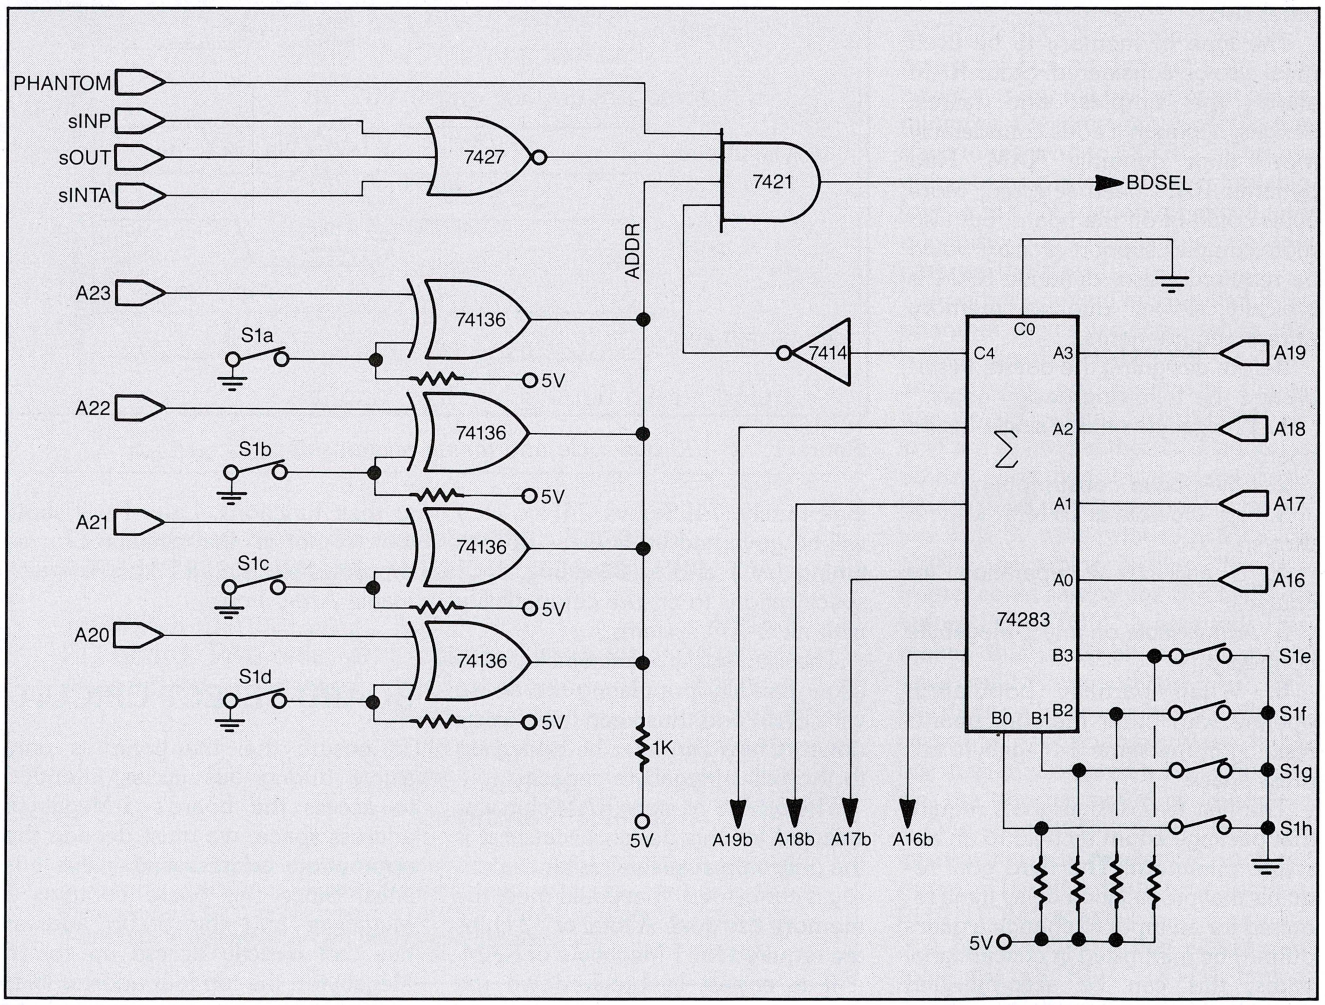
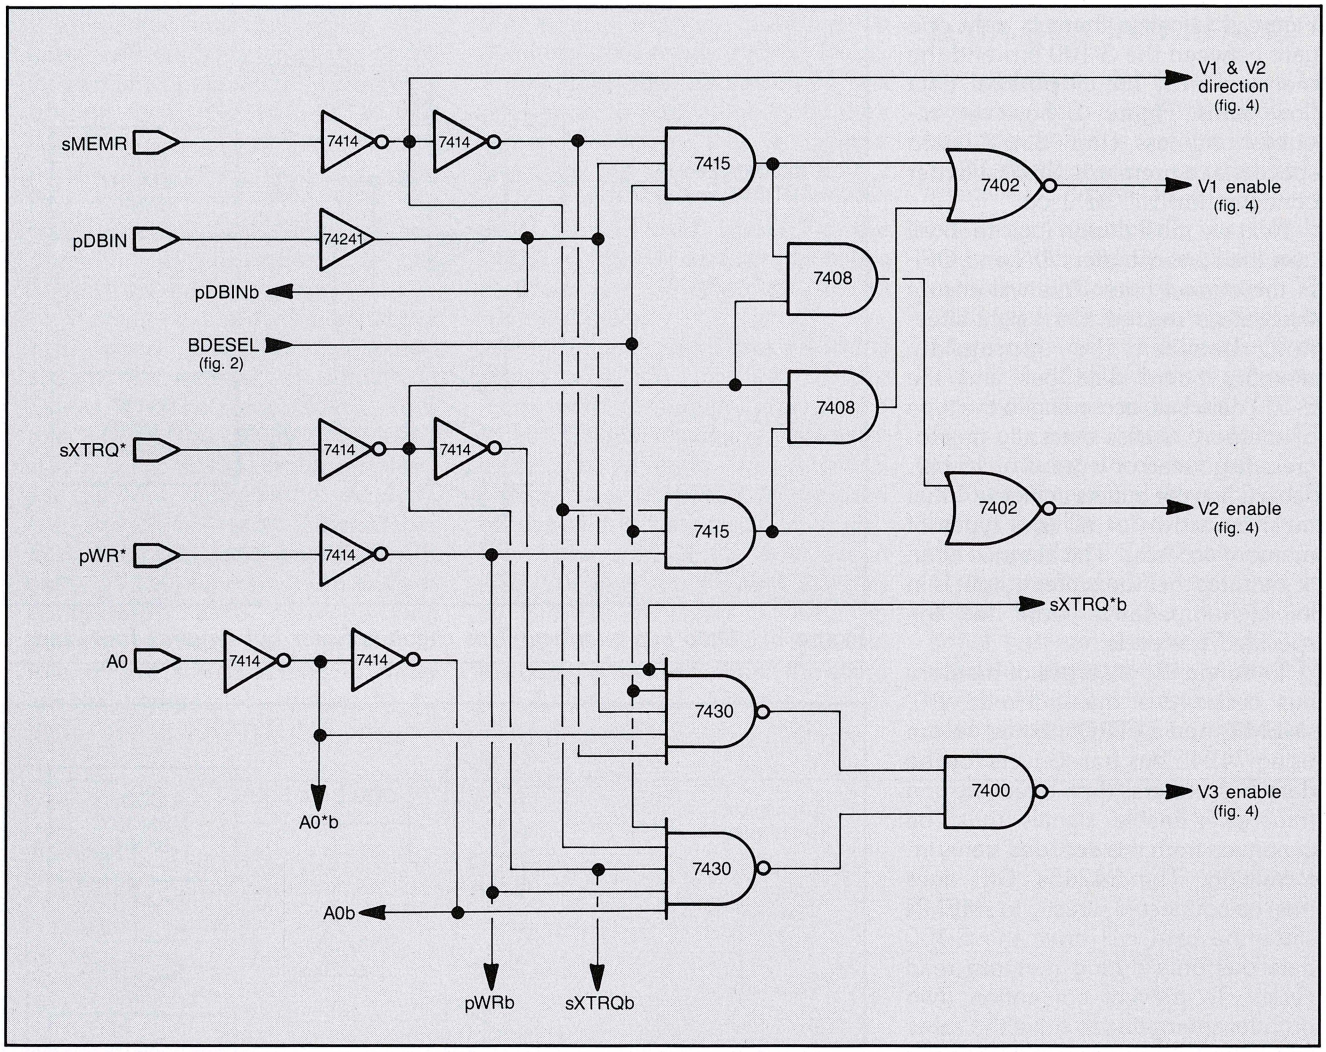
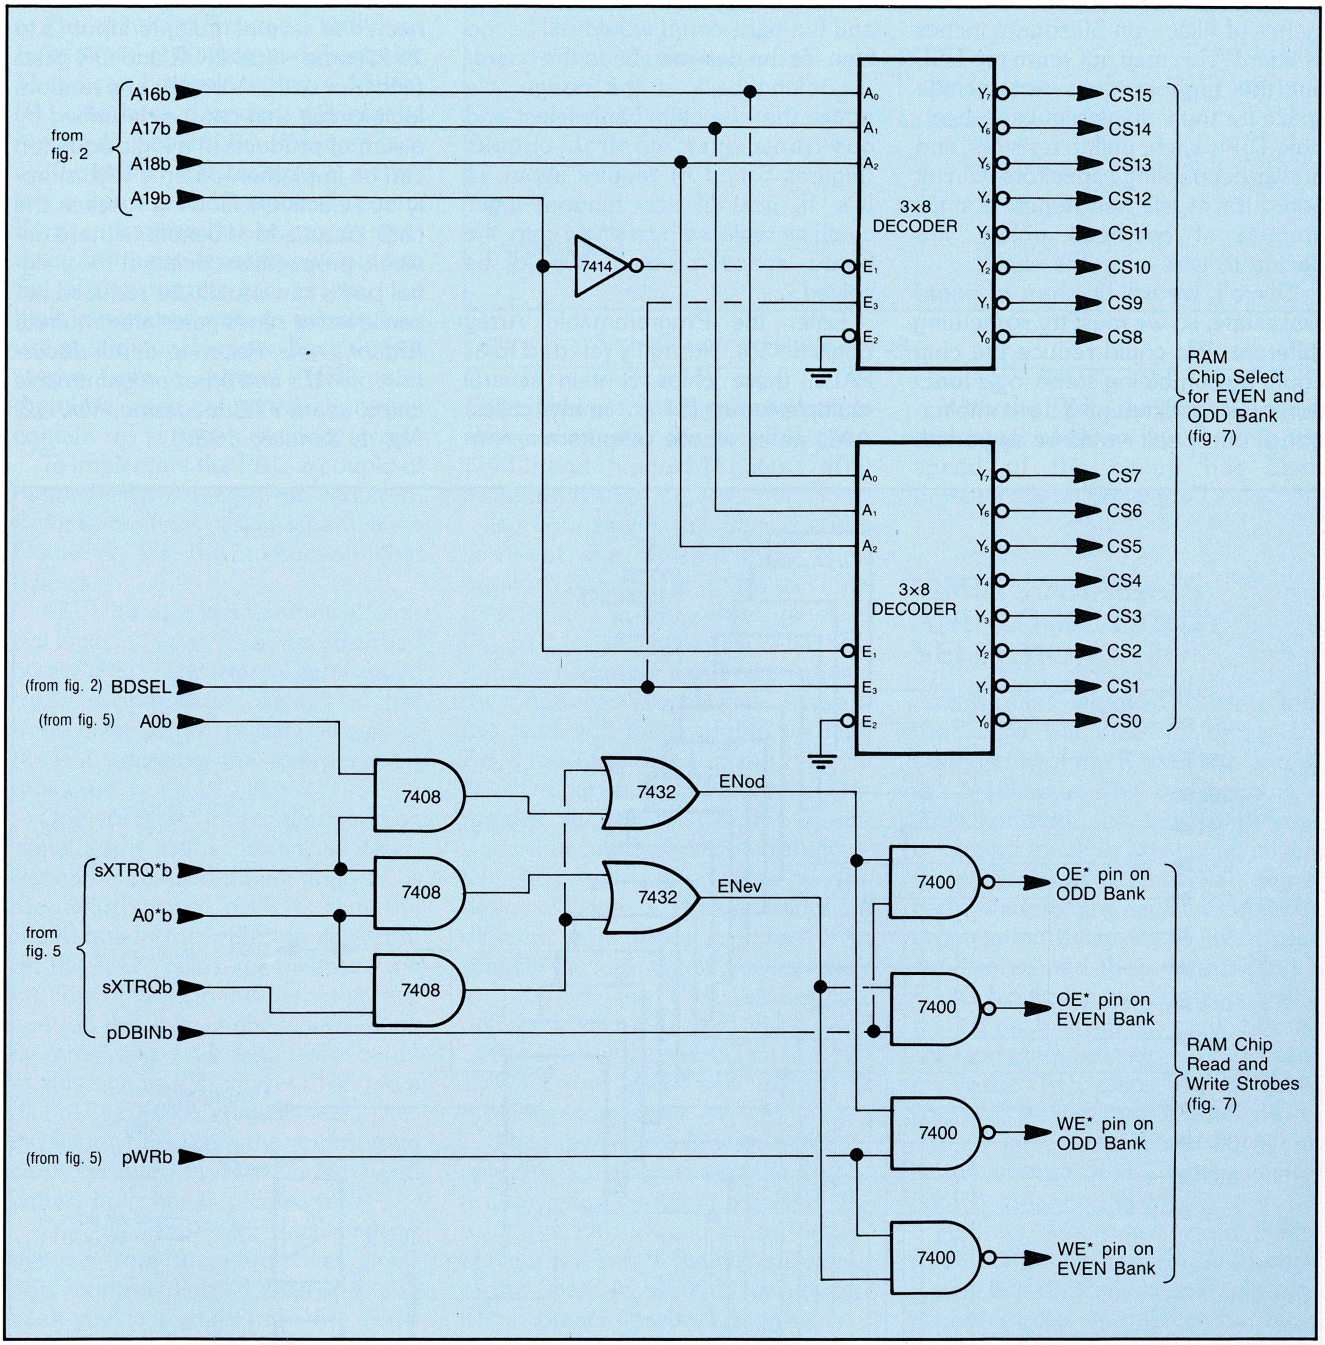
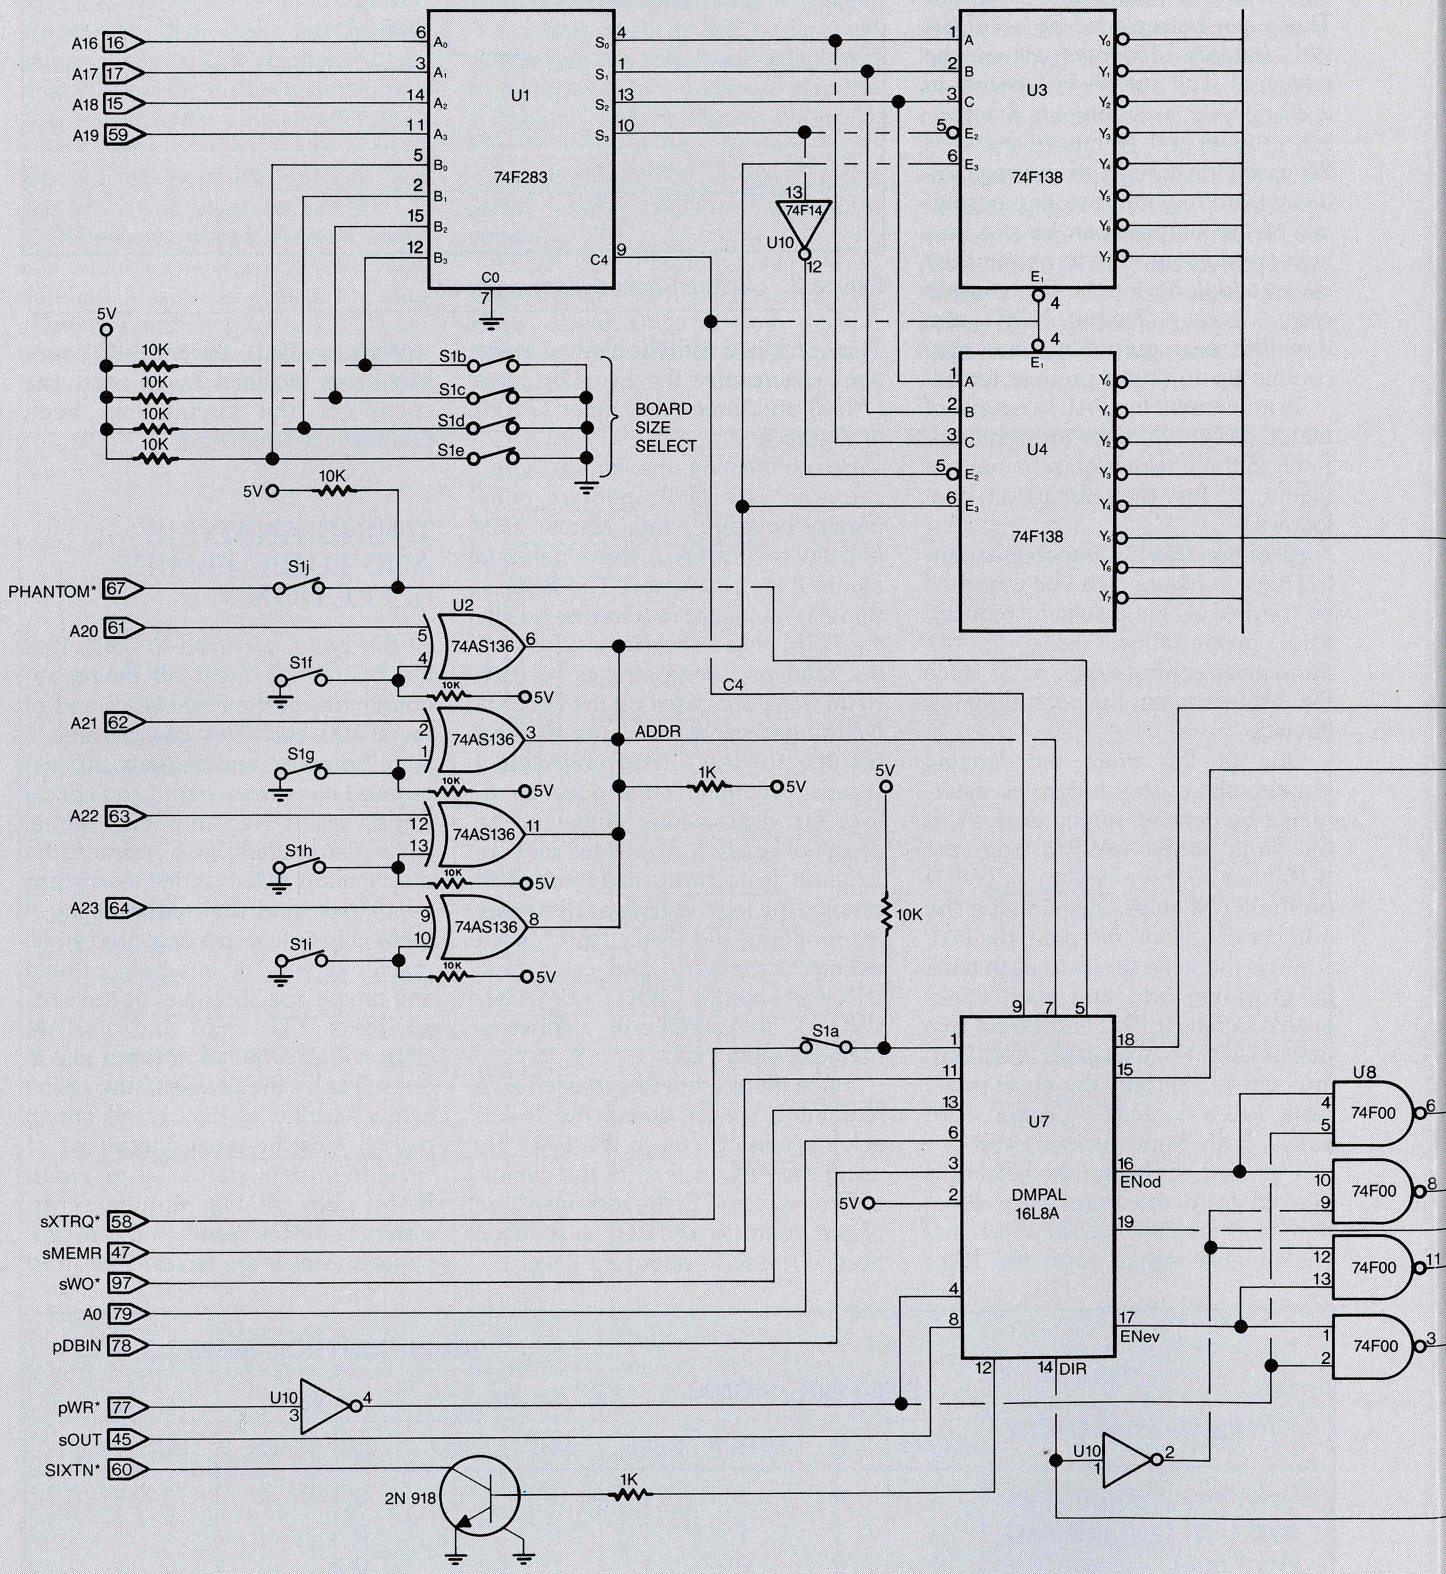

Figure 2. *The board-select circuit.*
Figure 5. *Data bus transceiver control circuit.*
Figure 6. *RAM chip-select and bank-select circuit.*
Figure 9. *The final design of the 1-Megabyte Static RAM board*
A circuit that provides an active high signal whenever the board should be selected is shown in Figure 2. The only status lines that need to be decoded are sINP, sOUT, and sINTA since all three will be low only during memory, halt, and idle bus cycles. The switches and open collector exclusive OR gates (74136) function as an address comparator; each corresponding address bit must be 'opposite' to that of the switch setting in order for the comparator's output to be high. Use of PHANTOM* prevents the board from responding to phantom-device bus cycles. (Note: Throughout this discussion, I will often refer to part numbers by their 'generic' number, that is without specifying the series. For example, I mention the 74136 part, but most likely to be used would be the 74**LS**136. We will see later that in this particular case a 74**AS**136 or 74**S**136 will be required.)
Notice that Figure 2 uses a 4-bit full adder (74283) in lieu of the magnitude comparator mentioned earlier. This eliminates the requirement for buffering the A16-A19 address lines (A16-A19 will be used by the chip-select circuit later on). When the sum of the address on A16-A19 plus the number selected by S1e-S1h generates a carry out of the full adder, BDSEL is 0 and the board is disabled. When the board is fully populated, S1e-S1h should all be shut (ON).
After considering all of the above, we can write the truth table (Table 3) for the bus transceiver control circuit. Figure 5 shows a circuit that meets the truth table conditions. Notice that the bus transceiver-enable lines are gated with BDSEL (Figure 2) so that the board does not attempt to drive the data bus when it is not selected. All S-100 bus lines are buffered to clean-up signals and minimize bus loading.
Since there are sixteen RAM chips per bank, four address lines are necessary to generate individual chip-select (CS) signals. Addresses A20-A23 were used to generate BDSEL (Figure 2) and we reserve fifteen address lines (A1-A15) for selecting a unique memory location in each RAM chip. This leaves the four address lines A16-A19 to select individual chips.
Figure 6 shows a circuit that selects individual RAM chips in both banks. I chose two 3×8 decoders (74138) instead of one 4×16 decoder (74154) for three reasons. First, the 74138 is available in the faster logic families. Second, the 74138 has both active high and active low enable inputs, simplifying the chip-select circuit design. And third, two 74138s require less board space than one 74154.
Looking back at the design, we notice that the chip/bank-select and bus-transceiver control circuits (Figures 5 and 6) require about 11 ICs. If most of this 'random logic' could be replaced by a single chip, the board space problem would be solved.
The circuits of Figures 5 and 6 require a total of 6 inputs and 8 outputs. These can be replaced by a 16L8A PAL (address decoders will not be replaced). The 16L8A PAL comes in a 20-pin DIP and contains 8 active-low outputs and 10 inputs. It inserts 25 nsec (maximum) of propagation delay from any input to any output. Six of the outputs can be put in a high-impedance state to permit their use as additional inputs. Each output comes from a 7-input NOR gate; therefore, each output equation may contain up to seven product terms.
To implement the PAL, a couple of minor design changes are required. Refer to the final design schematic in Figure 9 for the discussion that follows.
All of the data bus transceiver control logic in Figure 5 can be absorbed by the PAL. This results in reduced total propagation delay in the transceiver control signal paths since the PAL generates the control signals directly.
This combined with the change made above eliminates the two OR gates (7432) and three AND gates (7408) in Figure 6.
By connecting the binary adder carry-out line (C4), address comparator output, and status lines directly to the PAL, three gates in Figure 2 are eliminated. The BDSEL signal is no longer required to qualify the RAM-chip-select signals. Instead, the read and write strobes to each RAM bank are gated by the PAL via NAND gates (U8 on Figure 9). This results in the RAM-chip-select signals becoming valid approximately 40 nsec earlier than in the design of Figure 6. The status lines are different from those in Figure 2 to simplify the logic equations necessary to program the PAL; sMEMR=1 defines a memory read cycle (and DIR=0) while sOUT=0 AND sWO=1 (or sWO*=0) defines a memory write cycle.
Since there are a few unused pins remaining, we can absorb the 16-bit-acknowledge circuit in the PAL. By using the PAL instead of the circuits of Figures 2 and 8, the response time of the board to sXTRQ* is reduced from 30 nsec to about 15 nsec.